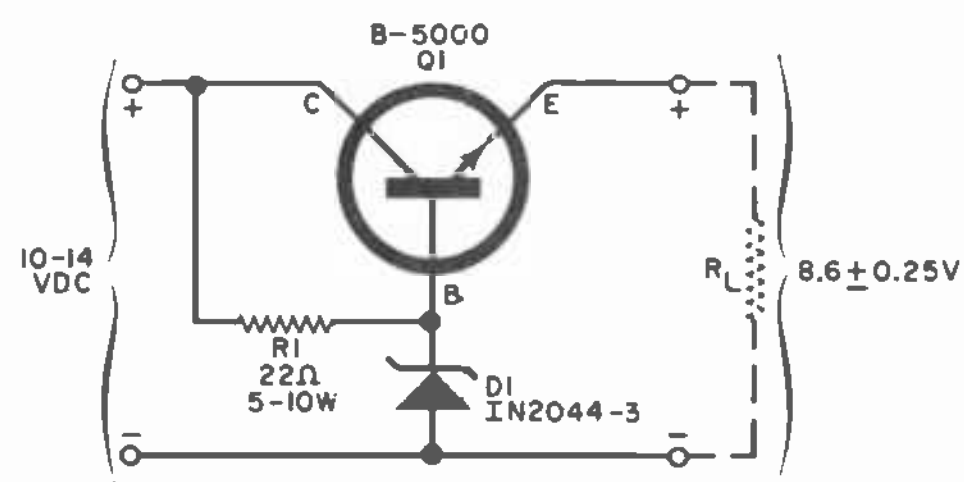

Fig. 2. Voltage regulator by Bendix maintains a relatively constant output, notwithstanding wide variations of input voltage or load conditions.
**Manufacturer's Circuit.** Many electronic equipment circuits, including stabilized oscillators, signal generators, transistorized test meters, characteristic curve tracers, and calibrated amplifiers, call for regulated d.c. power supplies. The simple voltage-regulator circuit shown in Fig. 2 is one of several power transistor circuits discussed in a recently published bulletin by Bendix's Semiconductor Division (Holmdel, N.J.).